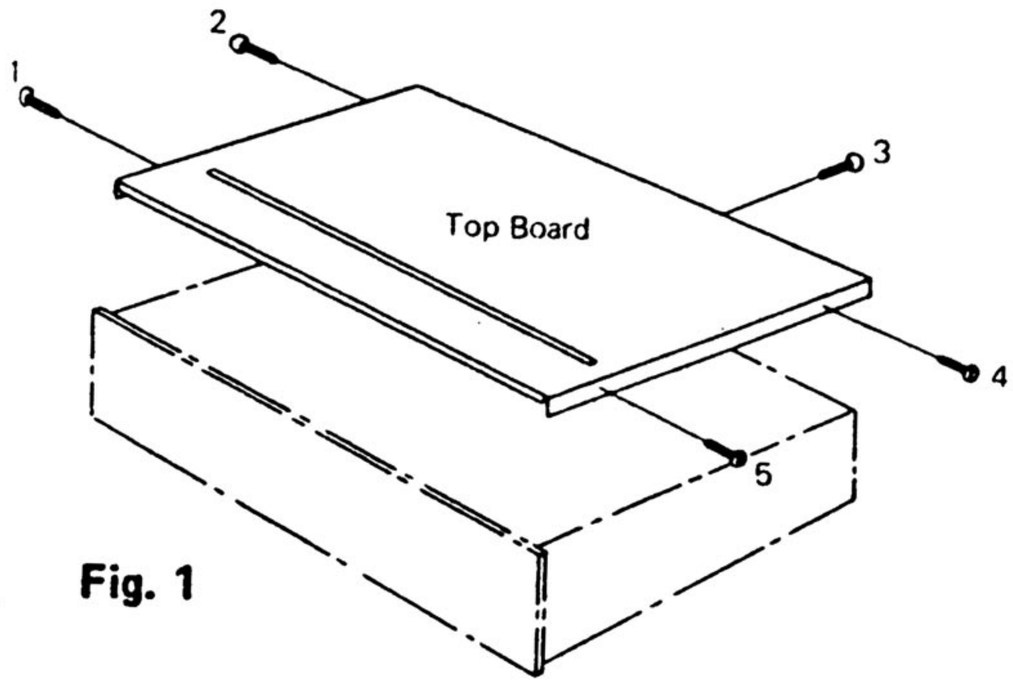

Fig. 1
1. Remove five top board-mounting screws, nos. 1 ~ 5 as shown in fig. 1.